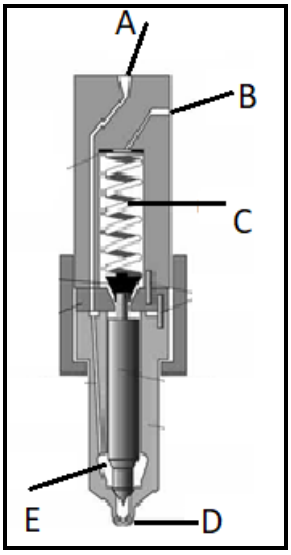

FIGURE 1 (5)
1.2 Study FIGURE 1 and label the different components of the diesel fuel system. Write the answer next to the question number (A–E) in the ANSWER BOOK.
1.3 Explain the functions of the item represented by FIGURE 1. (2)